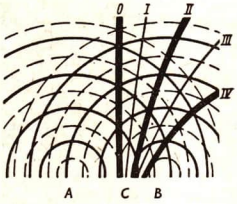

Abb. 78/1. Zeichnerische Darstellung von Interferenzen
Die Lage und die Anordnung der Interferenzstreifen ergibt sich aus folgenden Überlegungen (Abb. 78/1). Bei A und B entstehen gleichzeitig zwei Wellen gleicher Wellenlänge und gleicher Amplitude. Außerdem sollen beide die gleiche Phase haben. Bis zum Punkt C haben sie unterschiedliche Wege zurückzulegen. Zwischen beiden Wellen besteht daher beim Eintreffen in C ein Gangunterschied, den man aus der Wegdifferenz $AC - BC$
bestimmen kann. Im vorliegenden Beispiel beträgt er $1\frac{1}{2} \cdot \lambda - 1 \cdot \lambda = \frac{1}{2} \cdot \lambda$. Auch für alle anderen Punkte längs der Interferenzkurve *I* beträgt der Phasenunterschied $1 \cdot \frac{\lambda}{2}$. Nach Abbildung 78/1 herrscht dort Auslöschung. Untersucht man auf die gleiche Weise den Gangunterschied längs der Kurven *0, I, II, III, IV* usw., so ergibt sich folgende Tabelle:
5. Zeichnen Sie mit dem Zirkel zwei Kreiswellensysteme, die einander überlagern (vgl. Abb. 78/1)! Die Entfernung der Punkte *A* und *B* beträgt 3,5 cm, $\lambda = 1$ cm. Benutzen Sie für die Darstellung der Wellentäler eine rote Mine! Zeichnen Sie die Gebiete der Auslöschung und Verstärkung ein!